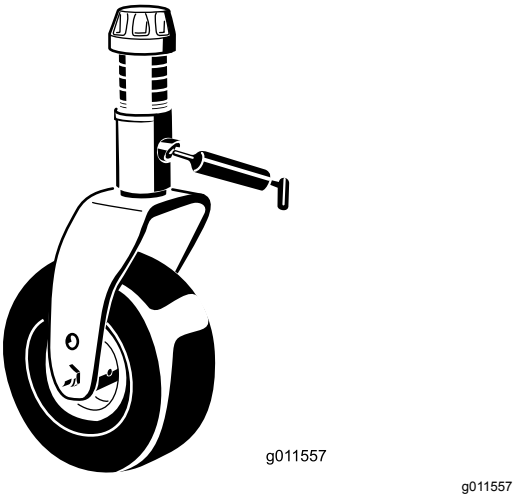

Figuur 65
- 2 lagerbussen van de as van de zwenkwielvork (Figuur 65)